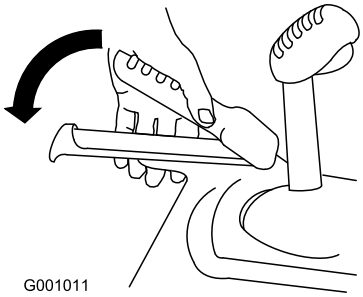

Figur 33
1. For at indkoble traktionsdrevet skal du klemme traktionsgrebet til venstre for håndtaget (Figur 33).